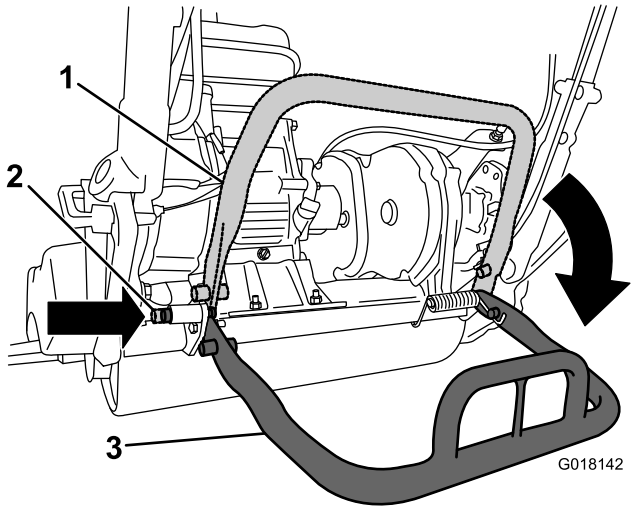

Figur 3
2. Sænk støttebenet, og skub låsepinden ind for at låse støttebenet i driftspositionen (Figur 3). Lad maskinen hvile på låsepinden.